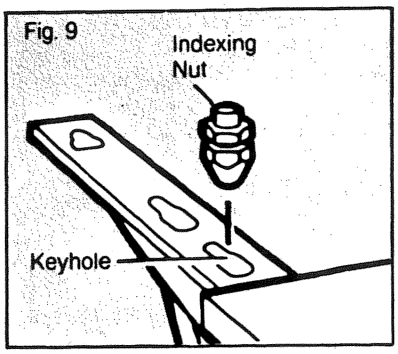

Fig. 9
10. Select the two Indexing Nuts (O) and insert them in the center keyhole in each side of the top of the frame, as shown in Figure 9. Slide them back into the narrow sections of the keyholes.